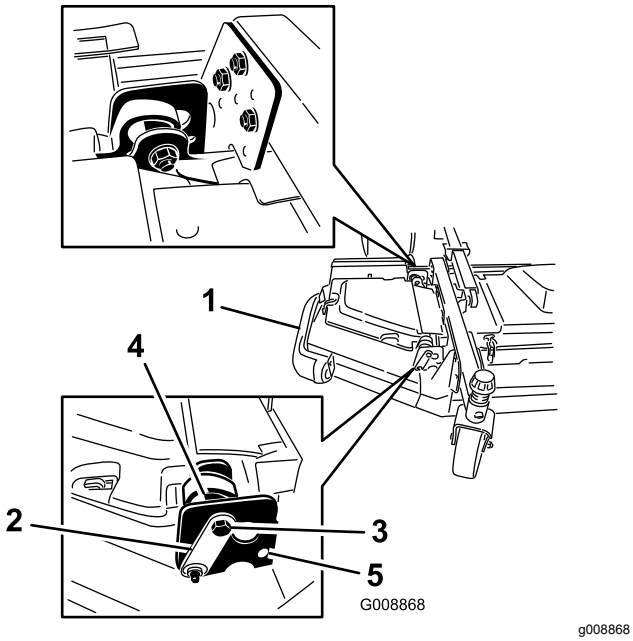

Figur 7
2. Lossa de skruvar och muttrar som håller fast de två excentriska distansbrickorna på vingfenorna (Figur 7).
4. Rotera den bakre excenterbrickan (som sitter närmast traktorenheten) tills den yttre knivspetsen är cirka 3 mm högre än den önskade klipphöjden (Figur 7).